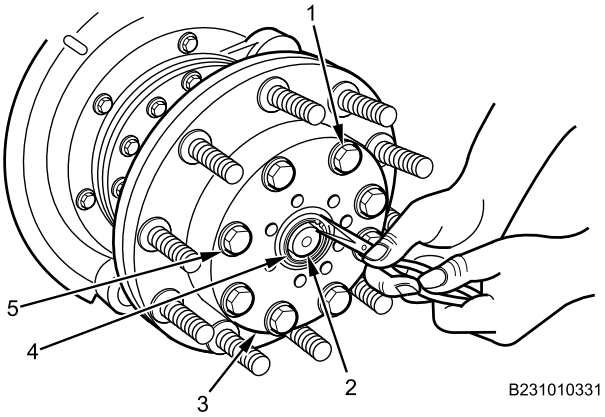

Figure 2. Snapring Removal.
3. Remove snapring (Figure 2, Item 4) from axle shaft end (Figure 2, Item 2). Discard snapring (Figure 2, Item 4).
4. Remove eight bolts (Figure 2, Item 1) and washers (Figure 2, Item 5) from drive flange (Figure 2, Item 3).